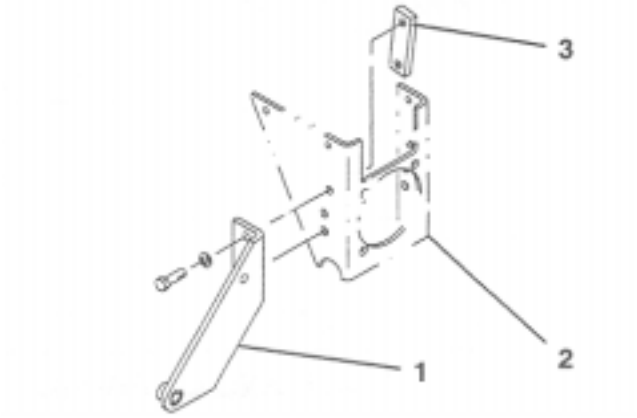

Figure 4
2. Assemble the left mounting bracket against the wheel motor mount with the threaded mounting block, 2 cap screws (1/2 x 1-1/4 inches), and flat washers (1/2 inch) (Fig. 4).